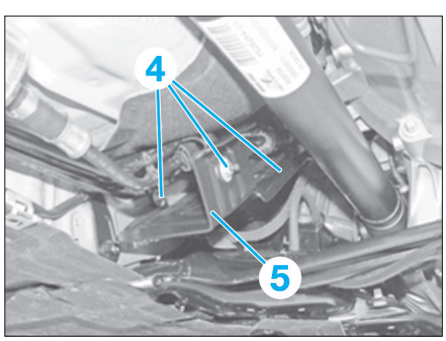

Fig. 105
• Retirer la cloison de chauffage (3).
• Déposer les vis (4) **(Fig.105)**.